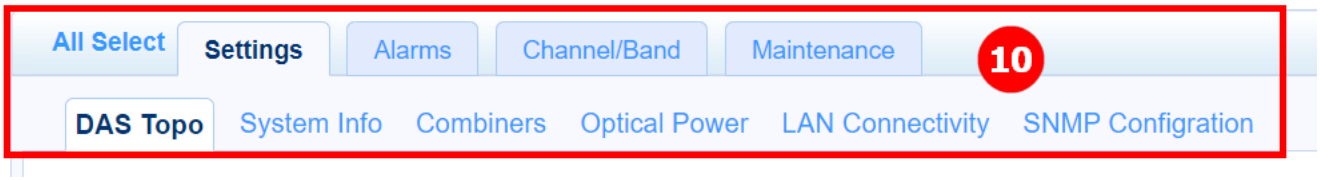

Figure 11. Operation Bar
4. Open a browser window and enter the default gateway in the navigation bar to access the WebOMT page. Figure 11 shows an example using https://12.7.1.1 as the default gateway.